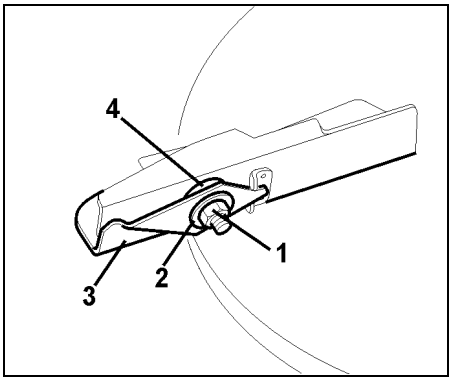

Rys. 62
- Odkręcić nakrętkę samozabezpieczającą (Rys. 62/1).
- Zdjąć sprężyny talerzowe (Rys. 62/2).
- Wymienić skrzydełko wysiewające (Rys. 62/3).
- Jeśli to konieczne, wymienić też podkładkę z tworzywa sztucznego (Rys. 62/4).
- Sprężyny talerzowe (Rys. 62/2) **zakładać naprzemianstronnie** (nie sztaplować ich).
Samozabezpieczającą, mosiężną nakrętkę (Rys. 62/1) dokręcić z momentem **6 - 7 Nm** tak, że skrzydełko można jeszcze będzie przestawić ręką, ale podczas pracy nie będzie mogło samoczynnie obrócić się do góry.